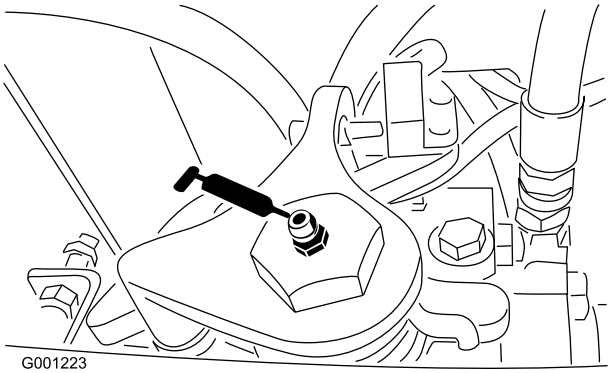

**Figur 40**
- Aksel til transmission til neutral (Figur 40)